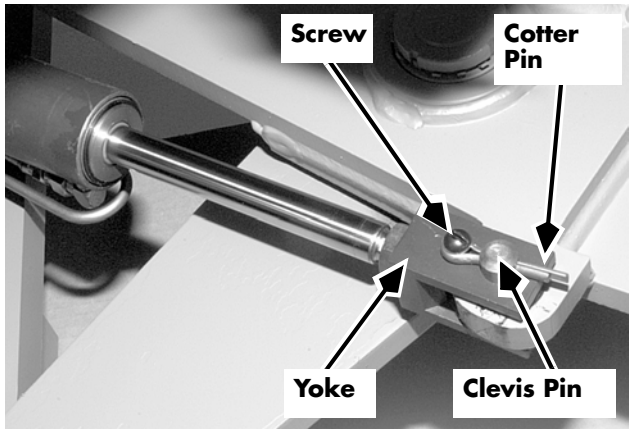

Figure 7-225: Reach Cylinder Yoke Attachment
8. Remove the screw holding the cotter pin in place at the end of the piston. See Figure 7-225.